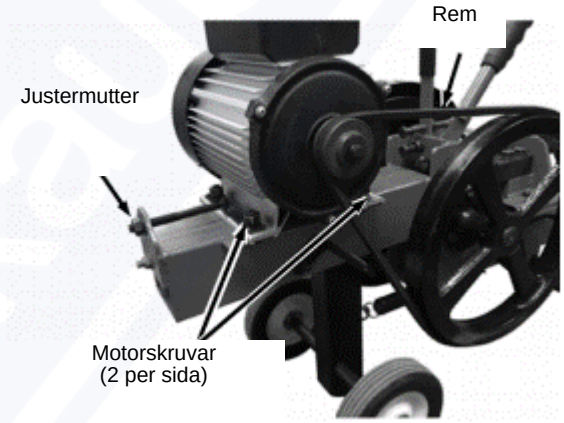

Bild 16
4. Lossa motorns fästskruv med en 14 mm-nyckel och muttern med en 17 mm-nyckel (bild 16).
6. Dra åt motorns fästskruvar efter justeringen (bild 16).
2. Lossa motorns fästskruvar med en 14 mm-nyckel och muttern med en 17 mm-nyckel (bild 16).